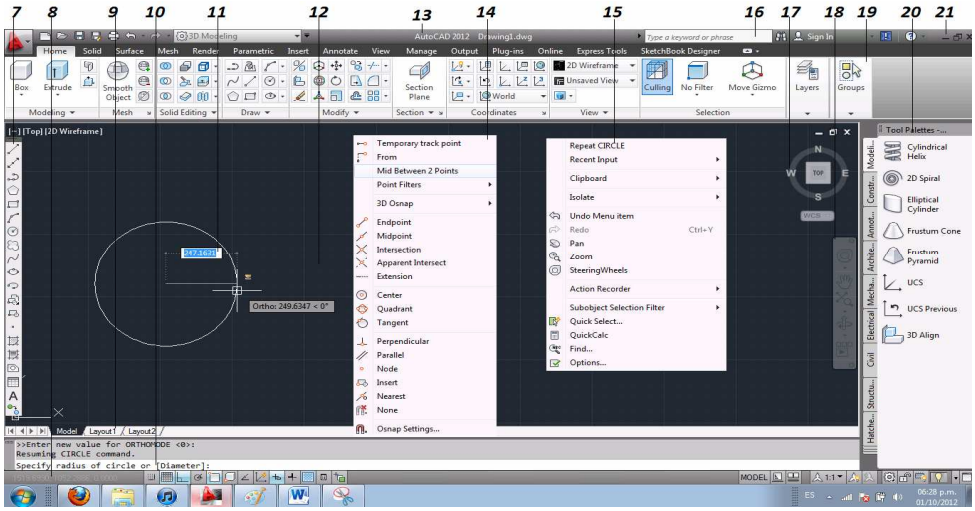

Figura 2.2. Secciones de la interfaz de AutoCad 2012.
7. **Barra de Titulo [*Title Bar*]** *(figura 2.2)***:** muestra el nombre y ruta del dibujo activo.
8. **View Cube** *(figura 2.2)***:** muestra un cubo para ubicar la vista del modelo según la cara, la esquina o lado seleccionado del cubo.
9. **Menú Infocenter** *(figura 2.2)***:** para consultar diversas fuentes; sus componentes son una caja de texto, un botón buscar, suscripciones, centro de comunicaciones y ayuda.
10. **Ventana de Paletas** [*tool palettes*] *(figura 2.2)*: contiene los comandos y permite agruparlos en mayor cantidad en un espacio reducido.
11. **Botones de Titulo** *(figura 2.2)***:** sirve para minimizar, restaurar o maximizar y cerrar l ventana.
12. **Barras de Herramientas** [*Toolbars*] *(figura 2.2)*: iconos de diferentes órdenes agrupados en categorías.
13. **Barras de Estados** [Status Bar] *(figura 2.2)*: informa la posición del puntero en el área grafica y otras ayudas las cuales se explican mas adelante *(capitulo 3)*.
14. **Pestañas de Presentación** [*Layouts*] y **modelos** [*model*] *(figura 2.2)*: Para navegar en diferentes modelos dentro de la misma hoja.
15. **Línea de Comandos** [*Command Line*] *(figura 2.2)*: aquí aparecen los mensajes de AutoCAD o se visualizan las órdenes escritas.
16. **Entrada Dinámica** [*Dynamic Input*] *(figura 2.2)*: Ayuda visual para ingresar valores o seleccionar una posible opción.
17. **Área Grafica** *(figura 2.2)***:** el espacio de trabajo donde se realiza el dibujo.
18. **Menú Emergente de las Referencias** *(figura 2.2)*: Referencias para ubicar parte de los objetos; se activa con shift + clic derecho del ouse.
19. **Menú Emergente** *(figura 2.2)***:** ordenes aplicables a la orden que se ejecute, se activa pulsando el botón derecho del ouse.
20. **Navbardisplay** *(figura 2.2)***:** Comandos, rueda de navegación, encuadre, zoom de extensión, orbita y showmotion.
21. **Ficha de Grupo** [*Tab Group*] *(figura 2.2)*: Para Agrupar Objetos, ubicado igualmente en la cinta *Ribbon*.